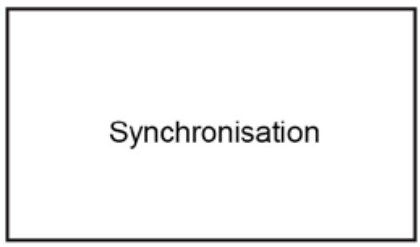

Figure 6 Interface de synchronisation
1) Accéder à l'interface « Synchronous Time... » (synchronisation) (voir Figure 6).